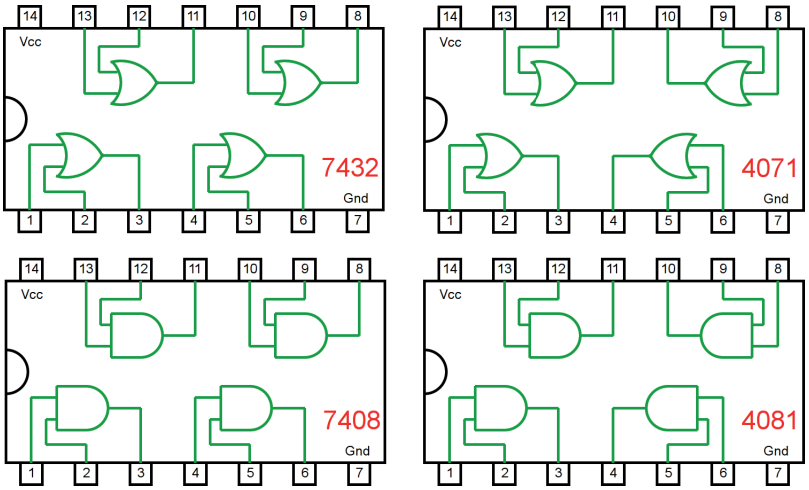

Figura 4.20 – Circuitos integrados TTL e CMOS.
a) Coloque os circuitos integrados (TTL e/ou CMOS da figura 4.20) nas posições indicadas.
d) Conecte os fios verdes. Os fios verdes estão conectados ao terra e portanto fornecendo valor lógico (0) às entradas de todas as portas do CI.